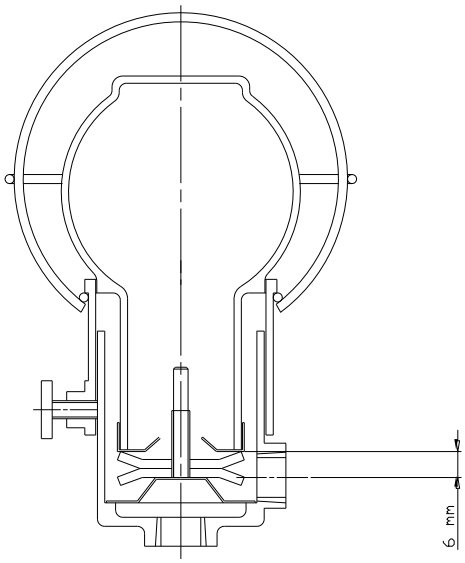

Figure 5.6
b) Release thumb screw and remove bottle. Establish a measurement from the centre line of the oiler connection in bearing housing to the upper cross arm of 6 mm (0.24 in.); this can be obtained by completely screwing down the lower arm as illustrated on figure 5.6.